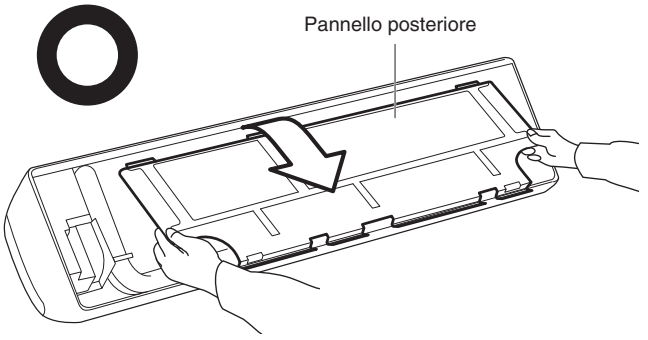

Fig. 3-3
(3) Rimuovere il pannello posteriore afferrando i punti indicati nella Fig. 3-3 e tirandolo in direzione della freccia.